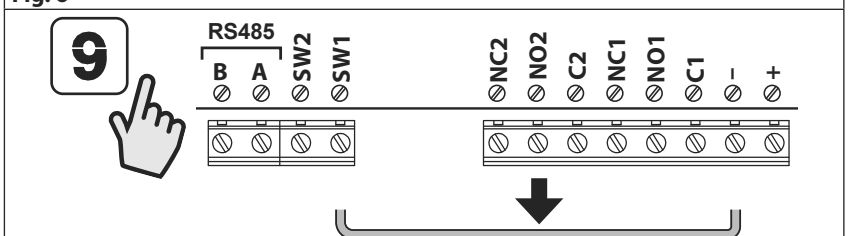

Fig. 7
5. Release the 9 button then remove the short between terminals **–** and **SW1**, see **Fig. 7**;